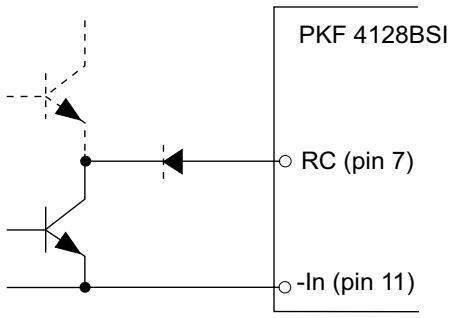

Figure 1
Turn-on or turn-off can be realized by using the RC-pin. If pin 7 is connected to pin 11 the power modules turns off. Normal operation is achieved if pin 7 is open (NC). To ensure safe turn-off the voltage difference between pin 7 and 11 shall be less than 1.0 V. RC is an open collector compatible input. A sink capacity of 1mA is needed. (see fig. 1).